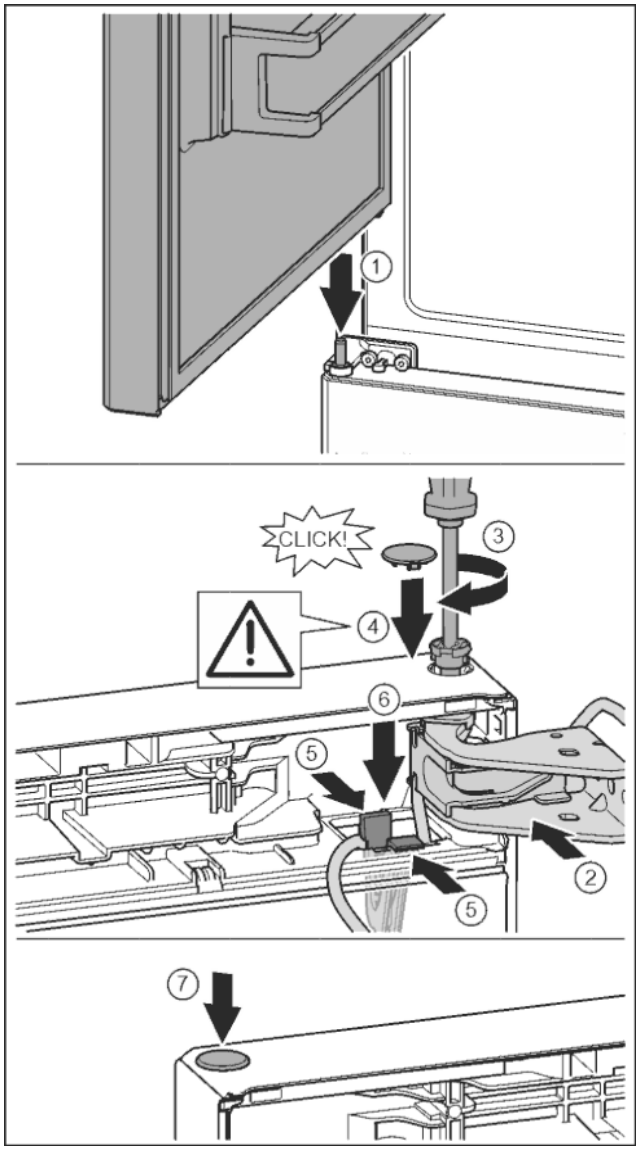

Fig. 38
- ▶ Вставить палец и затянуть отверткой T15. *Fig. 38 (4)*
- ▶ Установить предохранительную крышку для защиты двери: вставить предохранительную крышку и проверить, прилегает ли она к двери. В ином случае вставить палец полностью. *Fig. 38 (5)*
- ▶ Вставить заглушку. *Fig. 38 (7)*